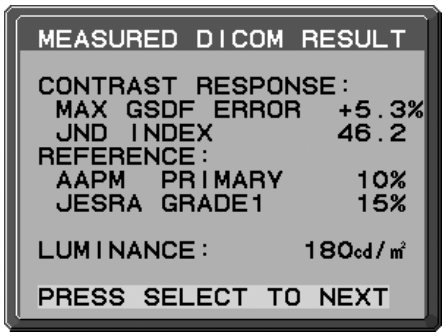

Abbildung D.2
4. Die Meldung DICOM MESSUNG ERGEBNIS **(Abbildung D.2)** wird angezeigt. Mit den Steuertasten können Sie das DATUM und die ZEIT einstellen. Drücken Sie anschließend SELECT.